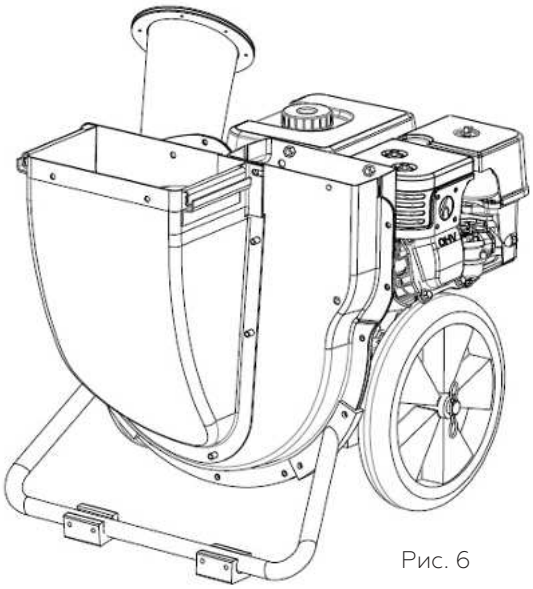

Рис. 6
7. Крепление нижней секции воронки. (Рисунок 6)